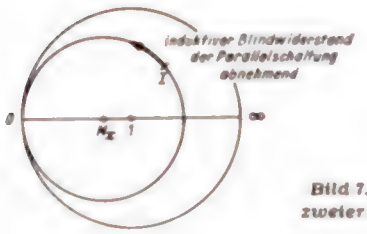

Bild 7. Parallelschalten zweier Blindwiderstände
f) Sein Mittelpunkt (M_x) muß auf der x-Achse (reellen Achse) liegen (Bild 7).